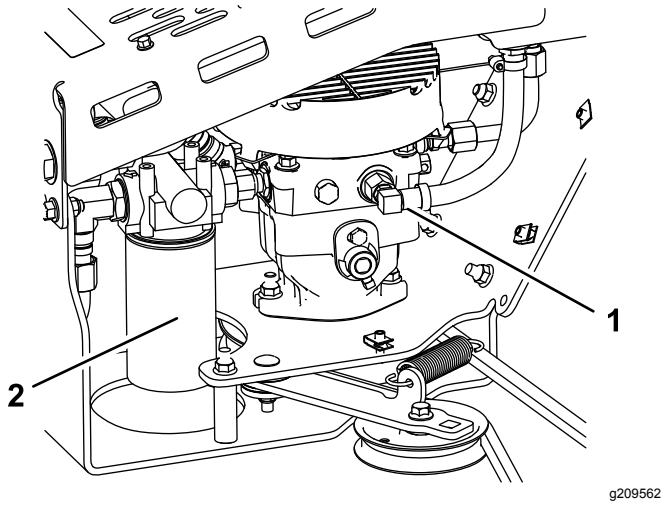

Figura 11
3. Coloque un recipiente debajo del acoplamiento de 90 grados (Figura 11).
10. Retire el filtro hidráulico (Figura 11).
12. Asegúrese de que la zona de montaje del filtro está limpia, enrosque el filtro hasta que la junta toque la placa de montaje y luego apriete el filtro 1/10 a ¼ de vuelta más (Figura 11).